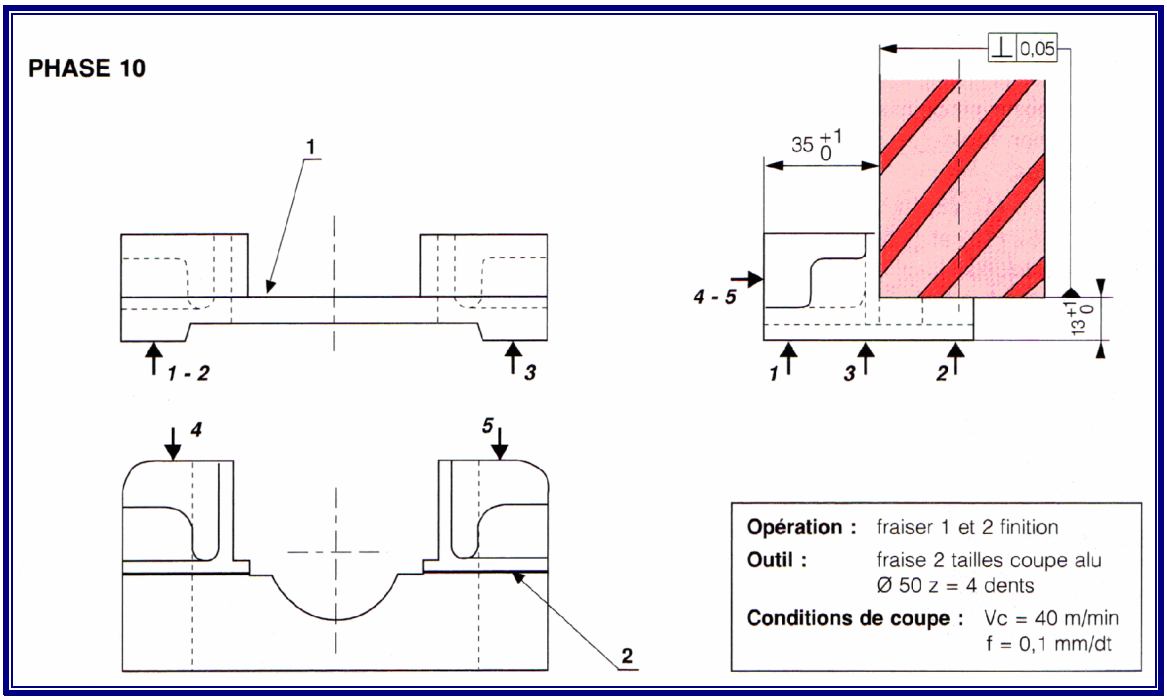

Figure 11. Extrait du contrat de phase du guide de la fraiseuse portative
- les différents usinages, ainsi que la mise en position de la pièce sont définis sur le **contrat de phase prévisionnel** (fig. 11),